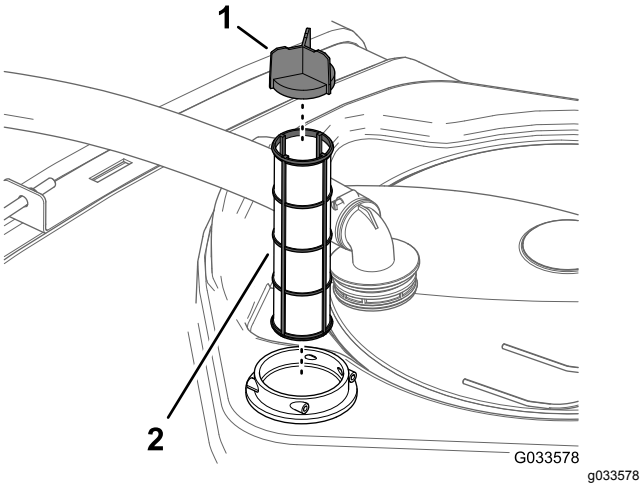

Figuur 102
4. Verwijder de oude zuigkorf uit de behuizing in de tank (Figuur 102).